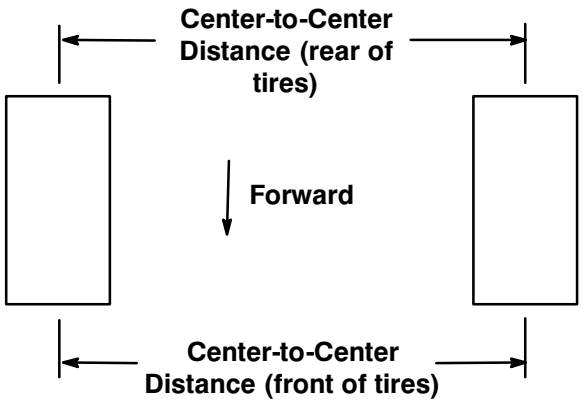

Figure 27
1. Measure the distance between both of the front tires at axle height (at the front and rear of the wheels) (Fig. 27). Front measurement must be equal to the rear measurement ±1/4 in.